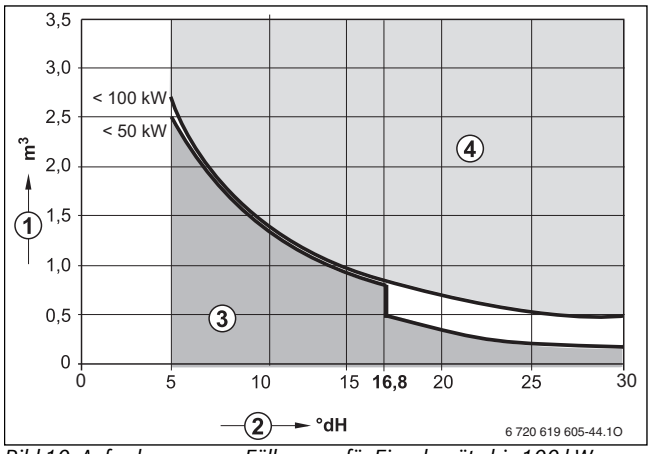

Bild 10 Anforderungen an Füllwasser für Einzelgeräte bis 100 kW
- Ausschließlich unbehandeltes Leitungswasser verwenden (Diagramm in Bild 10 dabei berücksichtigen).
Zur Überprüfung der zugelassenen Wassermengen in Abhängigkeit der Füllwasserqualität dient das Diagramm in Bild 10.
- Wenn die tatsächlich benötigte Füllwassermenge größer ist als das Wasservolumen über die Lebensdauer (→ Bild 10), ist eine Wasserbehandlung erforderlich. Dabei nur durch Buderus freigegebene Chemikalien, Wasseraufbereitungsmittel o. Ä. einsetzen.